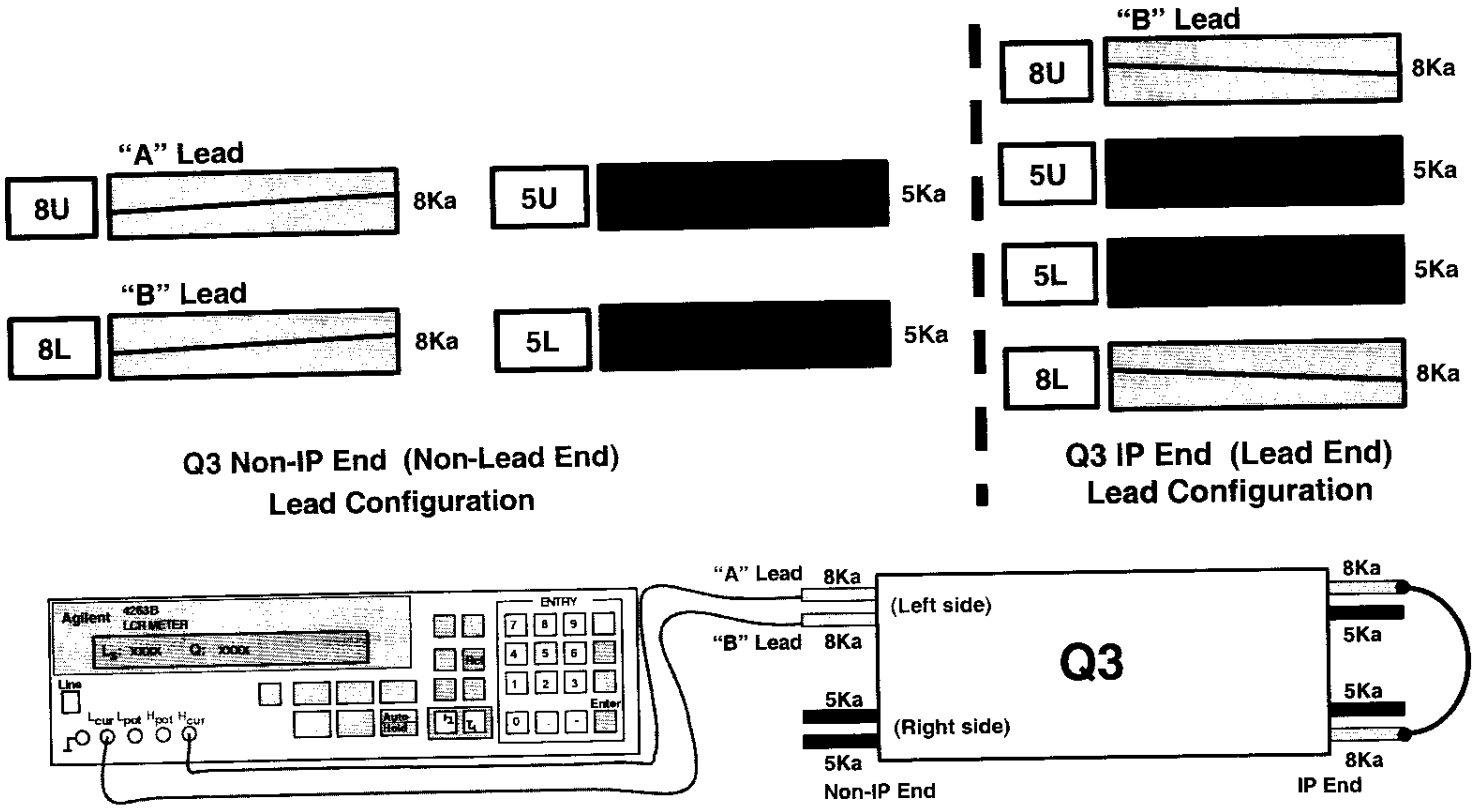

# Figure 21.1-B
6. Connect $H_{cur}$ to "A" power lead as shown in figure 21.1-B.
7. Connect $L_{cur}$ to "B" power lead as shown in figure 21.1-B.